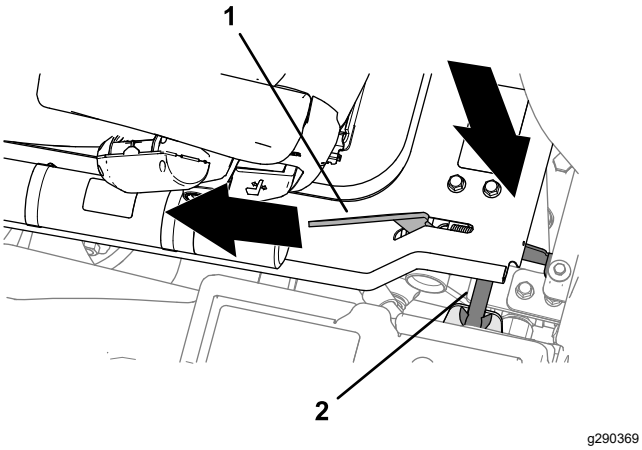

Rysunek 51
2. Gdy podest zbliży się do położenia całkowicie obniżonego, przesuń uchwyt zaczepu podestu (Rysunek 51) do przodu maszyny.